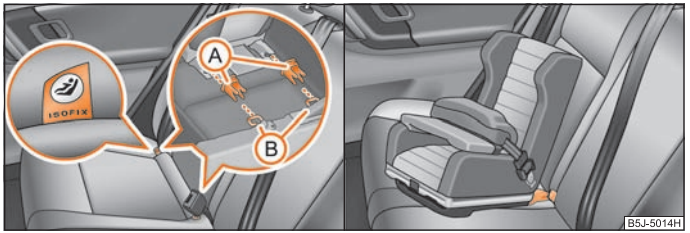

Fig. 128 Anillos de retención (sistema ISOFIX) / el asiento infantil ISOFIX se introduce en los conos de alojamiento montados
- Introduzca los conos receptores (A) en las argollas de sujeción (B) entre el respaldo y la banqueta ⇒ fig. 128.
- Empuje los reposabrazos del asiento infantil en las argollas de sujeción hasta que encaje de forma audible ⇒ fig. 128.